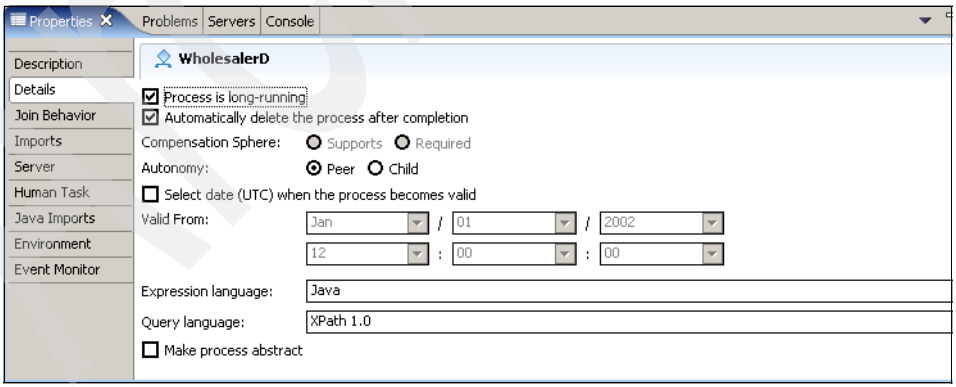

Figure 11-44 Ensuring the process is long-running
b. Select the **Process is long-running** check box as shown in Figure 11-44.